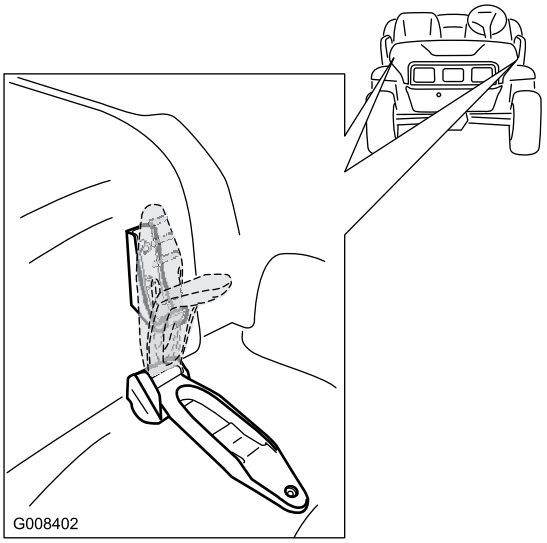

Figur 27
1. Løft gummilåsenes håndtag på hver side af motorhjelmen (Figur 27).
2. Fastgør motorhjelmen ved at rette gummilåsene ind på låseforankringerne på hver side af motorhjelmen (Figur 27).